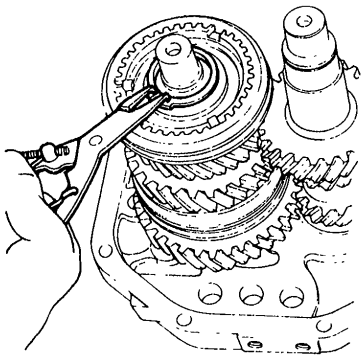

Fig. MT-37 Installing snap ring
5. Install thrust washer on mainshaft and secure it with snap ring of proper thickness that will fit the groove in mainshaft. See Figure MT-37.